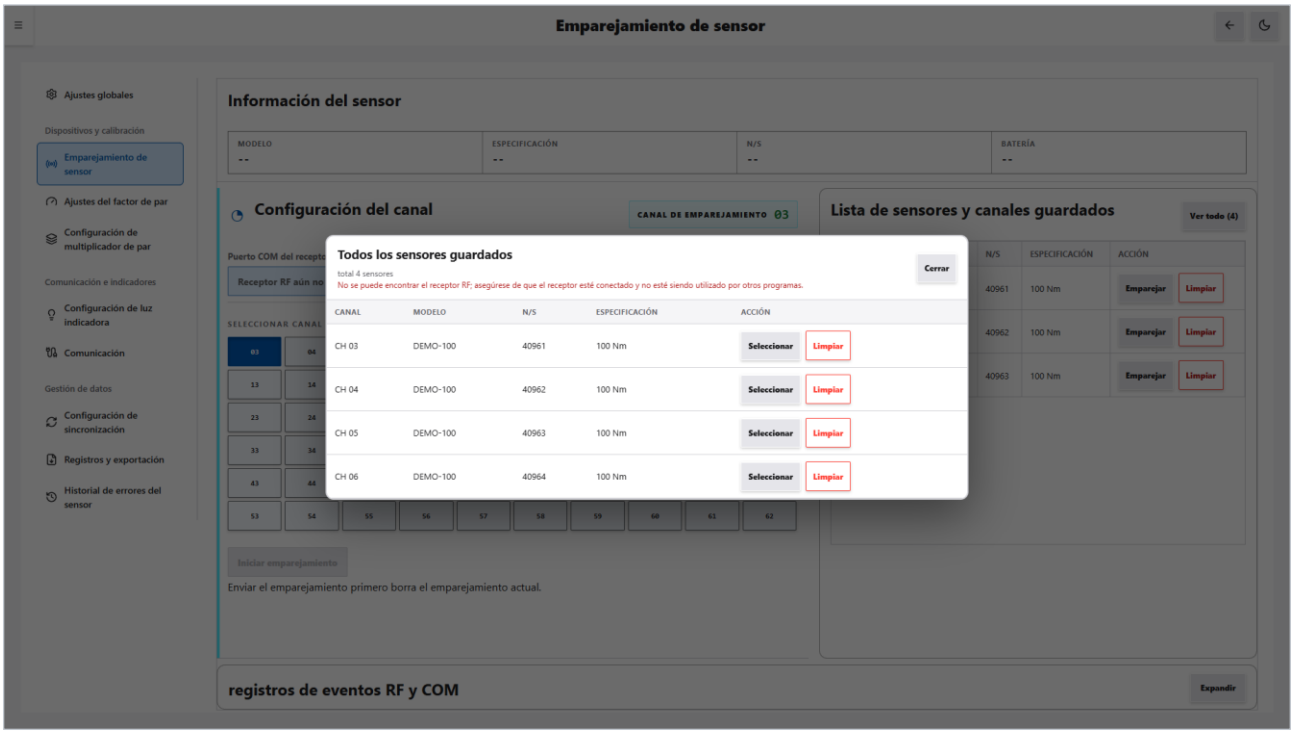

Figura 12-7 Ventana Todos los sensores guardados
«Lista de sensores y canales guardados»	Lista como máximo 3 registros, ordenados por canal de menor a mayor; cada fila tiene «Emparejar» y «Limpiar». Si hay más de 3, arriba a la derecha aparece «Ver todo (N)» (Figura 12-7).